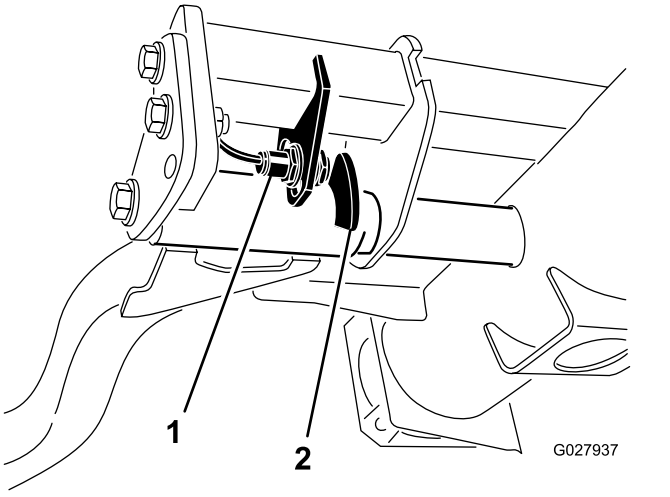

Figur 68
2. Løftearmsbryteren finnes under den hydrauliske tanken bak den fremre, høyre løftearmen (Figur 68).
3. Løsne bryterens festeskruer og flytt bryteren ned for å heve løftearmens vendehøyde, eller flytt bryteren opp for å senke løftearmens vendehøyde (Figur 68).